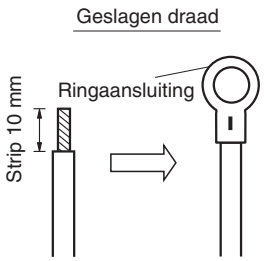
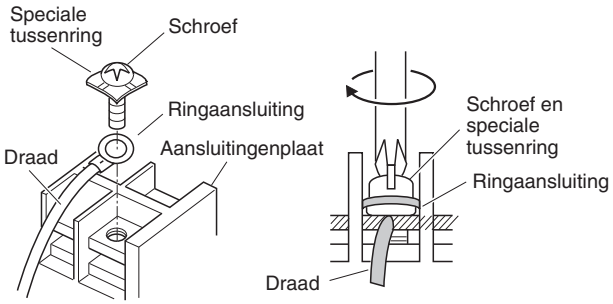

Afb. 4-7
Afb. 4-8
(1) Knip het draadeind af met een kniptang, strip de isolatie van de geslagen draad zodat deze ongeveer 10 mm bloot komt en draai de strengen netjes in elkaar. (Afb. 4-7)
(2) Gebruik een kruiskopschroevendraaier om de schroef (schroeven) van het plaatje van de aansluiting te verwijderen.
(3) Gebruik gereedschap voor een ringaansluiting of een tang en klem een ringaansluiting op elk gestript draadeind.
(4) Doe de ringaansluiting op zijn plaats en draai de eerder verwijderde aansluitingschroef weer vast met een schroevendraaier. (Afb. 4-8)